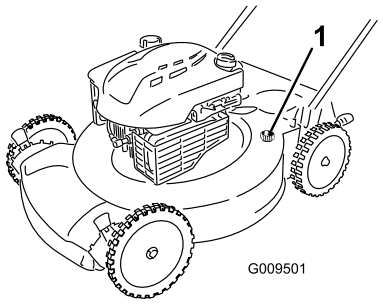

Bild 32
4. Befestigen Sie einen Gartenschlauch, der an einen Wasserhahn angeschlossen ist, am Wasseranschluss am Maschinengehäuse (Bild 32).